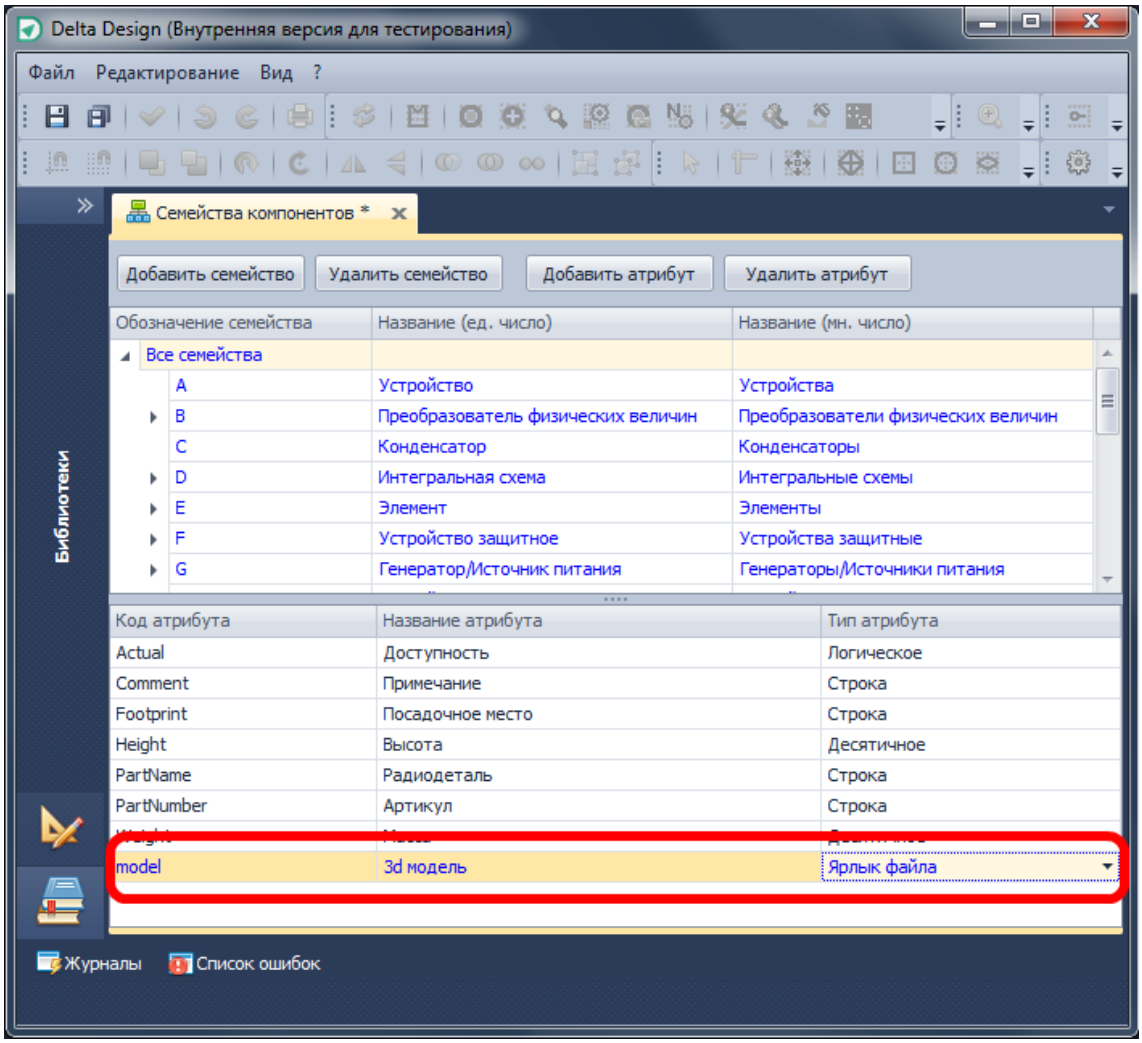

Рис. 306. Новый атрибут в стандартах
1. Создать в стандартах атрибут с типом «ярлык файла», см. Рис. 306 (подробнее см. радел 4.4.2).